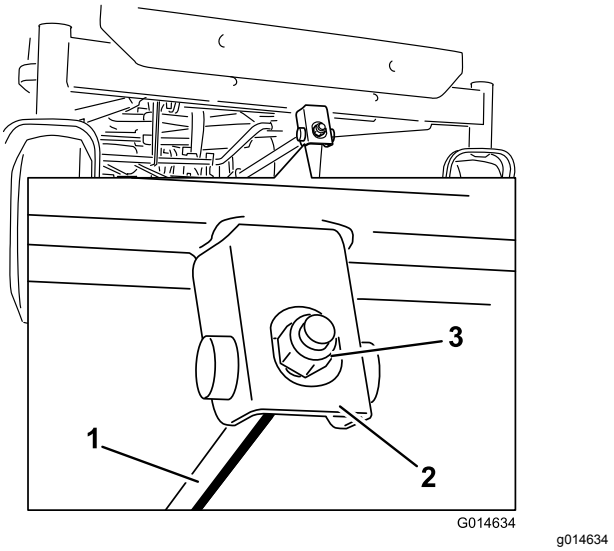

Figur 69
6. Rotere justeringsmutteren foran på gressklipperen (Figur 69) for å justere knivens helling på langs.